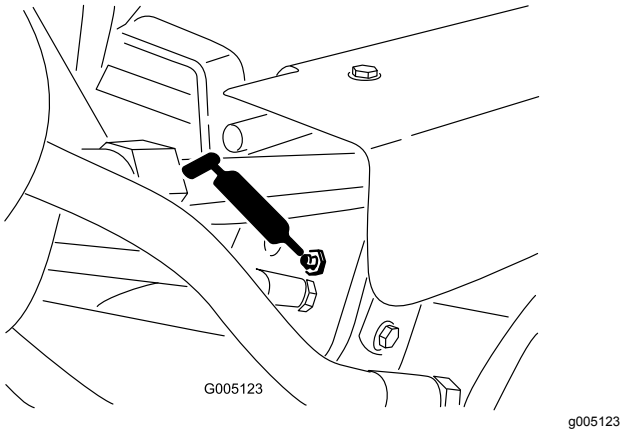

**Figur 32**
- Lyftcylindrarna (3) (Figur 32)